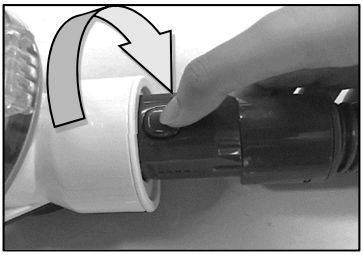

Fig 1
1. **Collegare gli accessori del tubo**: inserire l'estremità del tubo nella presa sul coperchio anteriore e quindi agganciarla. (Fig. 1)